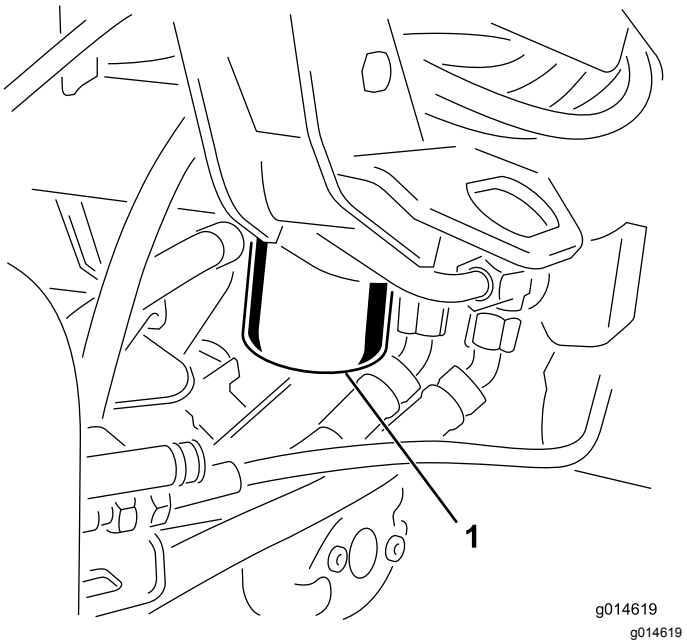

**Figur 45**
1. Rengör runt området där filtret monteras (Figur 45). Ställ ett avtappningskärl under filtret och ta bort filtret.